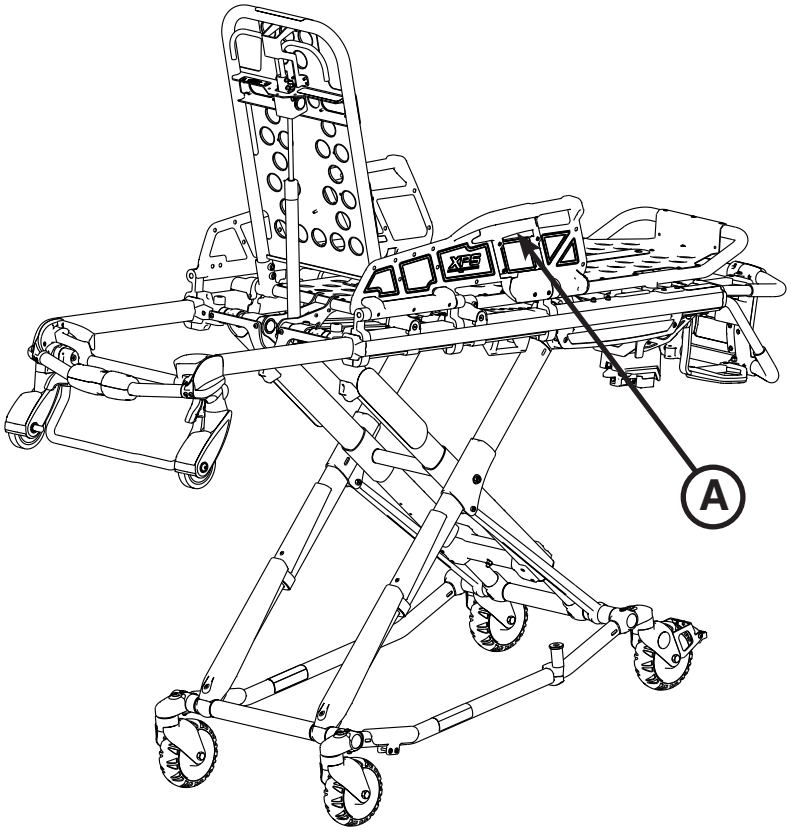

Figur 30
För att sänka sänggrindarna, lyfter du upp för att avlasta vikten och drar sedan i den röda spaken (A) (Figur 30).